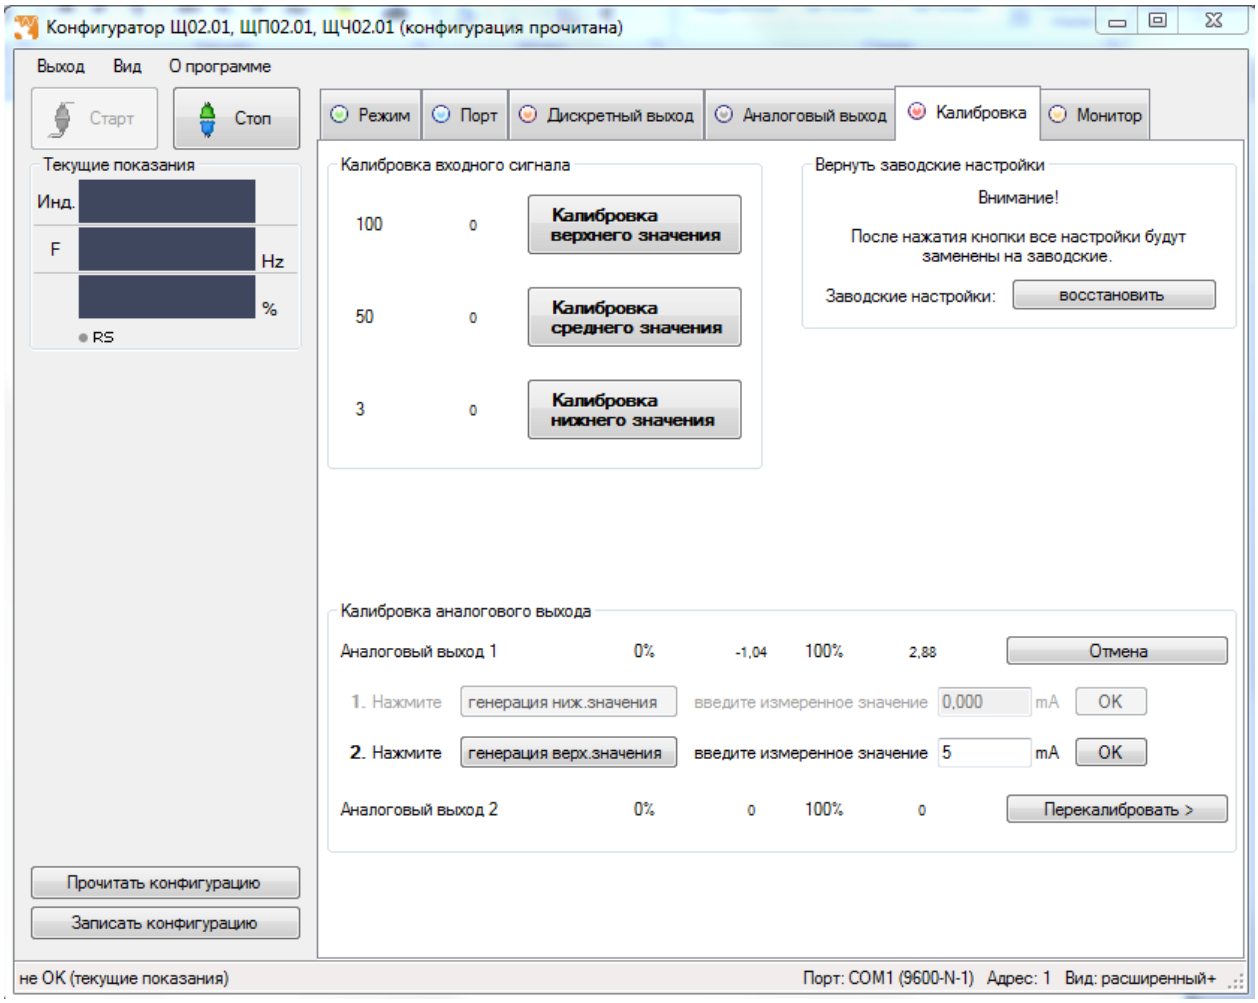

Рисунок 4 – Калибровка выходных аналоговых сигналов
3.7.4.2 Калибровка аналоговых выходов (рисунок 4)